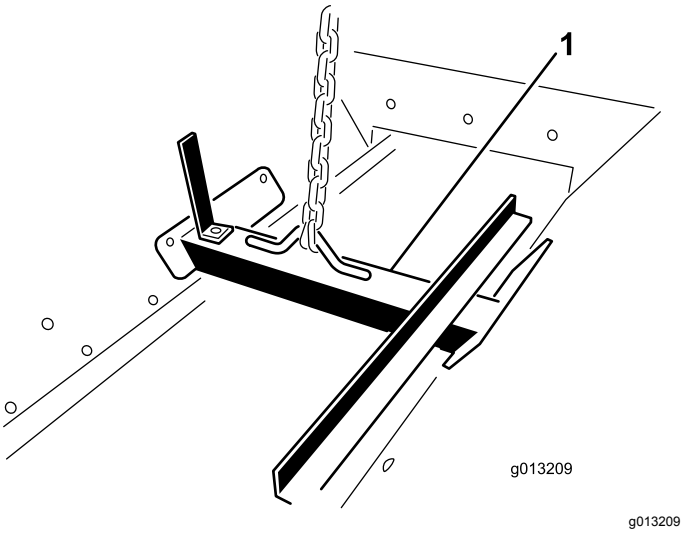

**Figur 13**
1. Fest en løfteenhet til løftebraketten som er festet på innsiden av beholderen (Figur 13).